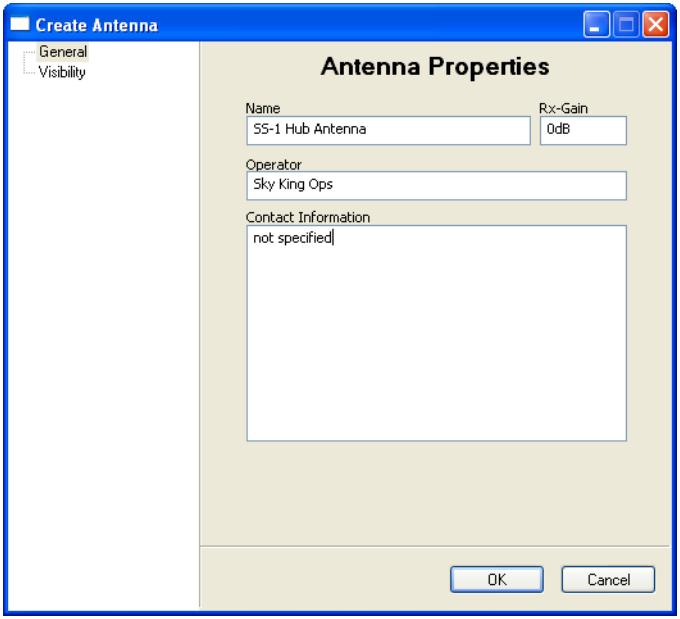

Figure 3-33 Create Antenna dialog
2. In the General dialog of the Create Antenna window (figure 3-33), enter the **Name** to be used for identifying this antenna. Entering the **Operator** and **Contact Information** is optional.